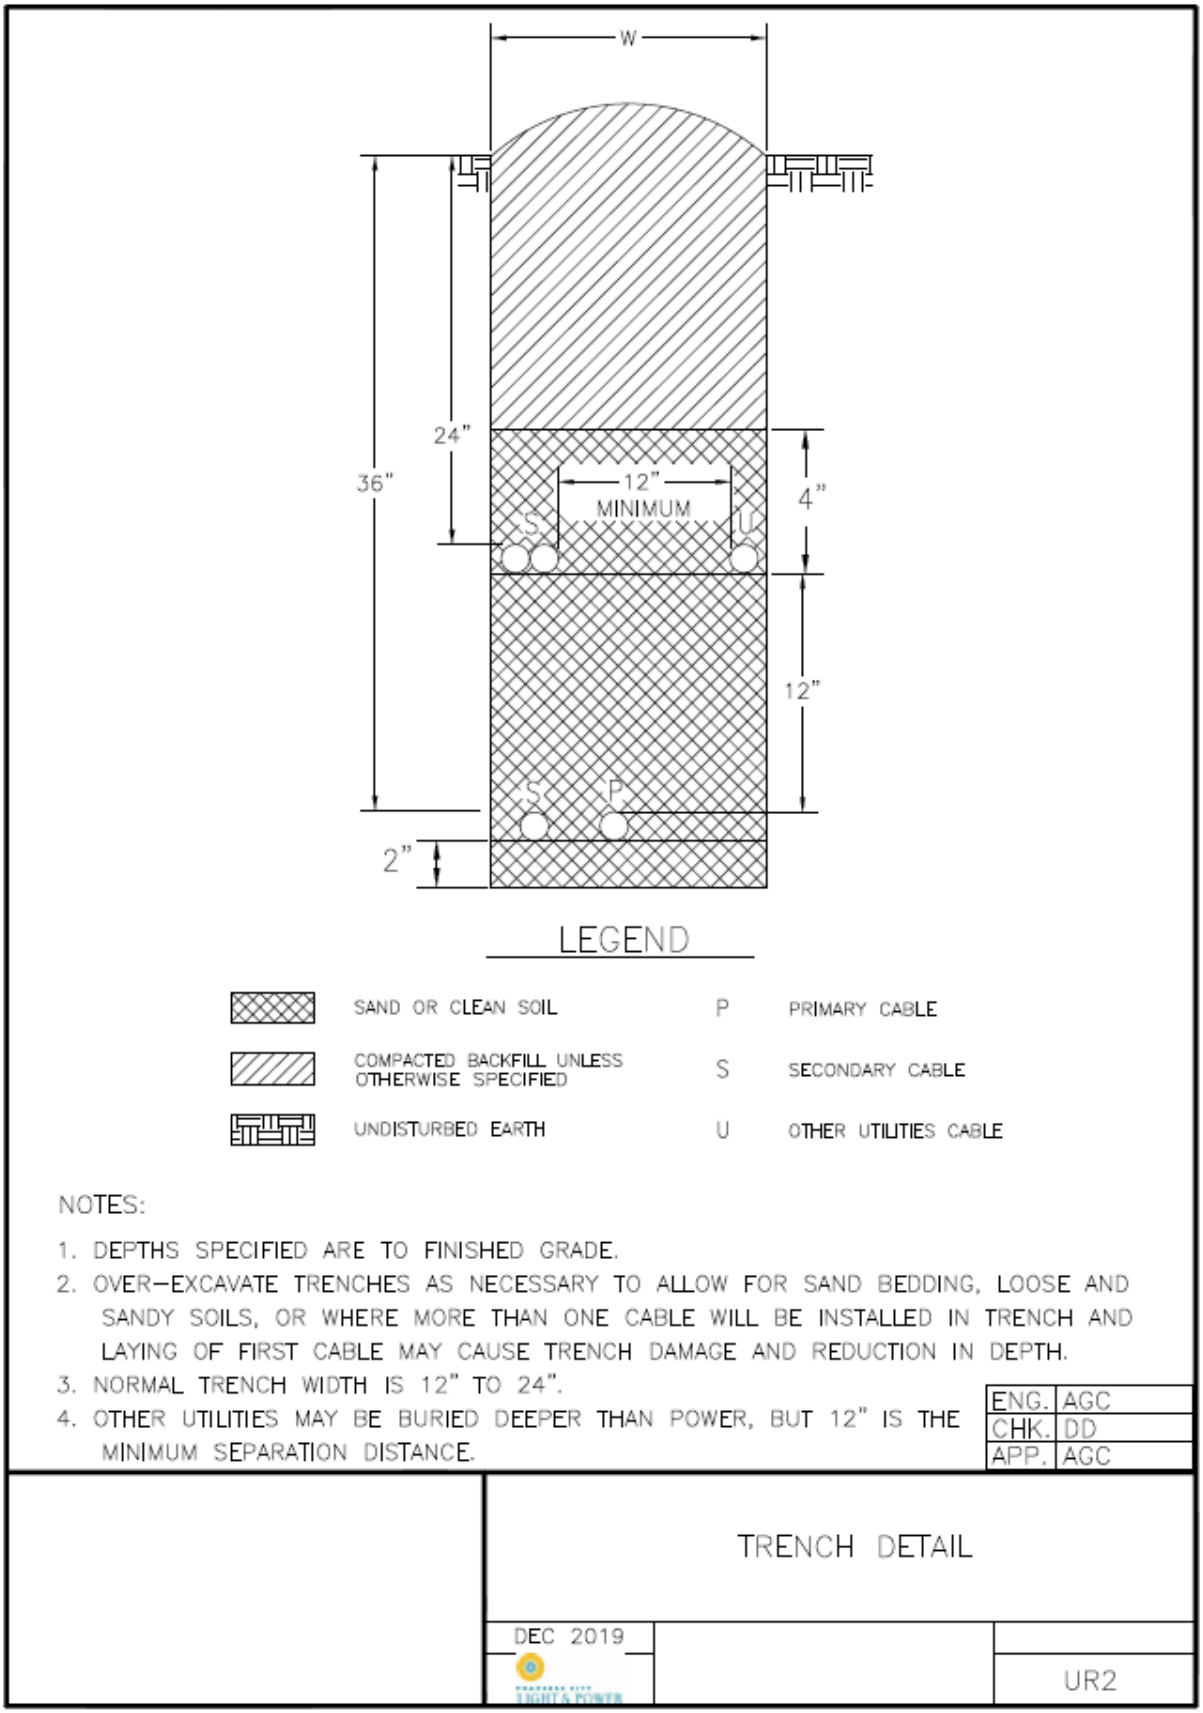

**Figure 9.1** ***Service Trench*** **Detail**
3. *Service Trench* and conduit installation is to be installed per Figure 9.1.